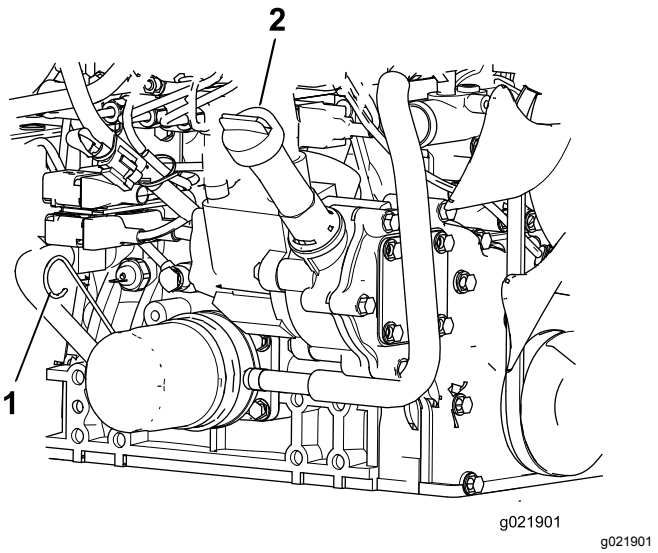

Figur 74
3. Ta ut peilestaven, tørk av den, sett den ned igjen i røret, og ta den deretter ut igjen. Oljenivået skal være mellom FULL- og ADD-merkene (Figur 74).
4. Hvis oljenivået er lavt, må du ta av oljelokket og fylle på olje til nivået er mellom FULL- og ADD-merkene (Figur 74).